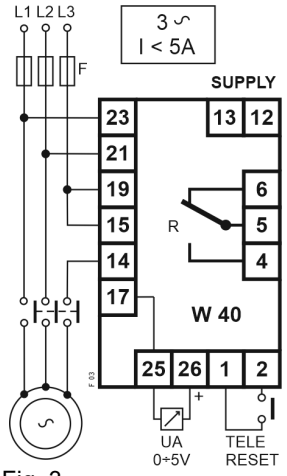

Fig. 3
Seguire lo schema di fig.3
Follow diagram of fig.3
a) Se I é minore di 5A si può usare l'inserzione diretta (v. schemi di fig.3 e 5).
ESEMPIO A): carico trifase V=400Vac, corrente ≤ 5A (Fig. 3), nella TAB. A nella prima riga della colonna FS(A) troviamo 5A e nella colonna POTENZA DIRETTA si trova 3,5kW e nella prima riga della colonna POTENZA INVERSA si trova 220W. I 100 gradini del SET POINT avranno un "peso" di 2,2W ciascuno.